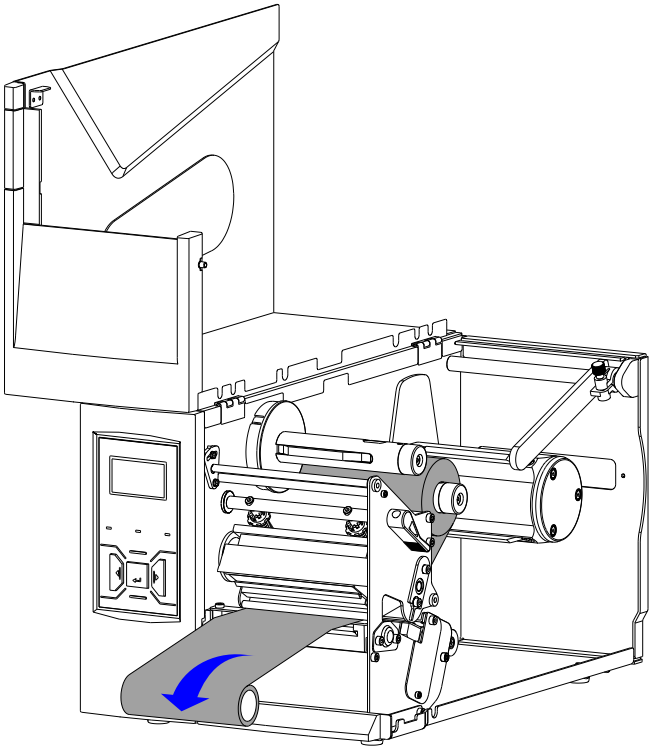

Figure 2-11 Ribbon Take-up Roll
6. Wrap the ribbon around a spare ribbon core to form a Ribbon Take-up Roll. See Figure 2-11.